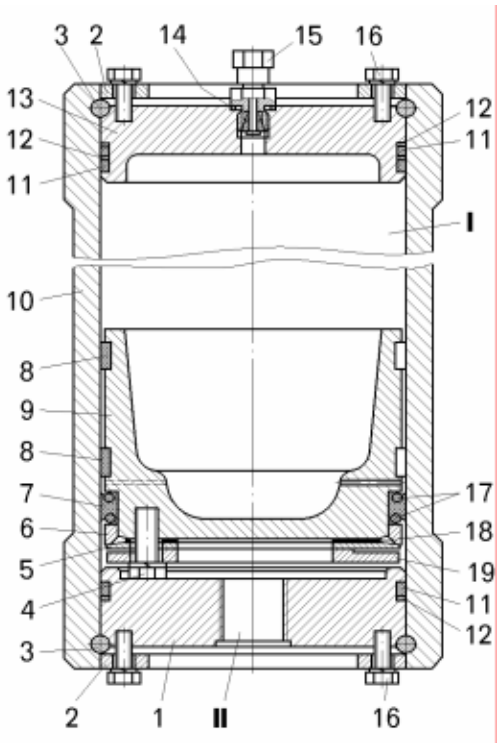

Рисунок 10.7 – Пневмогидроаккумулятор:
– вывернуть заправочный клапан 15 (рисунок 10.7);
– установить на поршень 9 (смотри рисунок 10.7) манжету 7 с уплотнительными кольцами 17, нажимное кольцо 6, регулировочные прокладки 18, пружину 5, прижимной диск 19 и завернуть болты 4 до упора. Диаметр манжеты 7 по отогнутым кромкам должен быть 167, 0 – 167,3 мм для обеспечения необходимого натяга между корпусом и манжетой.